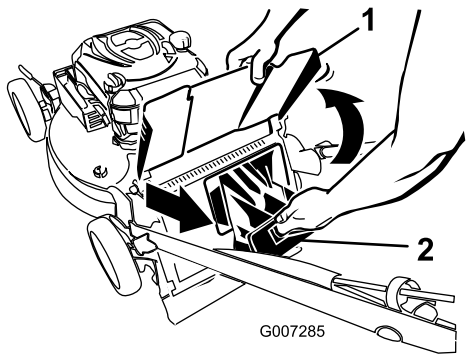

Figuur 23
2. Breng de afvoergeleider omhoog en houd deze omhoog (Figuur 23).
3. trek de afsluiter van het achteruitwerpkanaal eruit (Figuur 23).